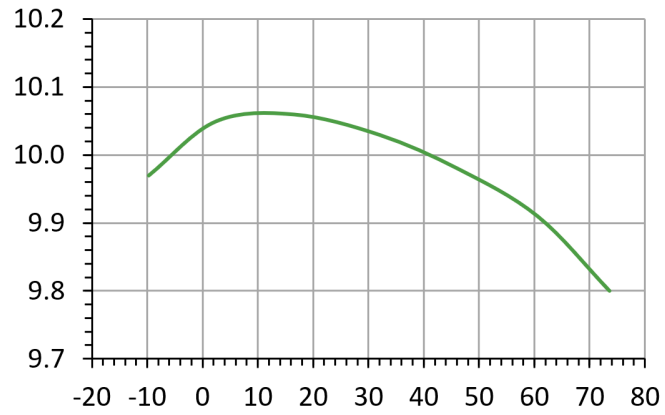
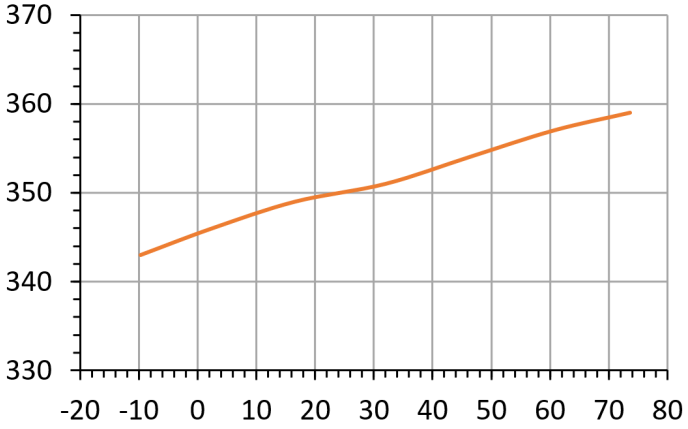

Fig. 19: Output Amplitude (Vpp) vs Temp (°C) at 2.5Gb/s
Fig. 21: Positive Supply Current (mA) vs Temp (°C); Vin = 0.25Vpp
1. Amplitude is calibrated at 2.5 Gbps with a 0.25 Vpp PRBS7 input pattern and 50% mark space density. Amplitude is measured between 45% and 55% unit interval (10% Eye Aperture) using a LeCroy SDA 100G sampling oscilloscope, SE-50 sampler, and Anritsu 41KC-20 attenuator. No cables are inserted between the amplifier output, the attenuator, and the sampler. Amplitude accuracy is guaranteed at 40°C case temperature. See Figure 19 for typical temperature variation.
The data presented in Figures 19 and 20 were obtained using a LeCroy SDA 100G Sampling Oscilloscope with 50 GHz (SE-50) remote sampling module. The data presented in Figures 21 and 22 were obtained using a Fluke 87 Multimeter.